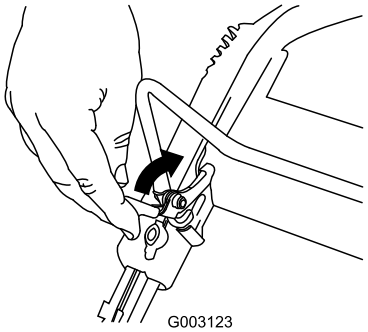

Figura 15
1. Tirate indietro il dispositivo di bloccaggio della barra di comando (Figura 15).